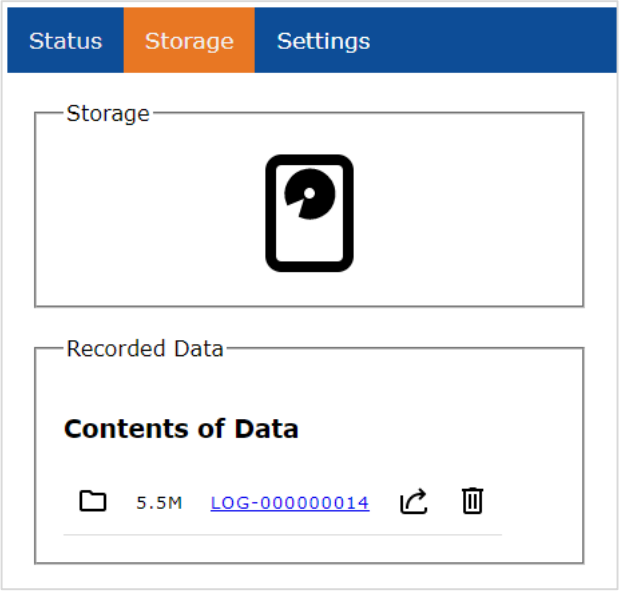

**Fig. I.2.**
- Storage: This window allows the user to view, monitor and delete storage on the device. The menu item looks similar to Fig. I.2.